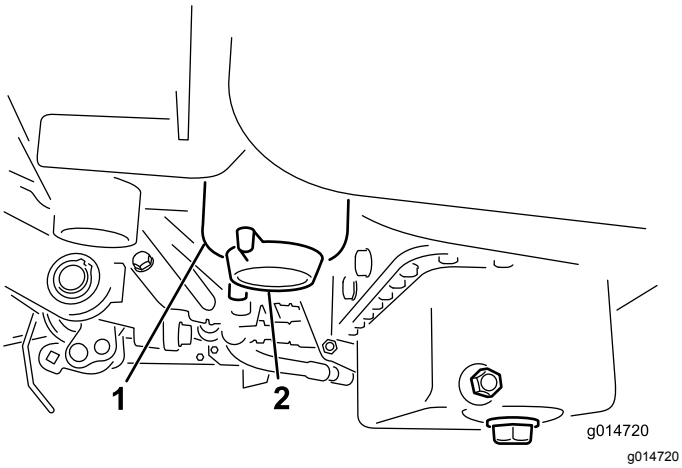

Rysunek 32
2. Oczyść obszar wokół miejsca zamontowania filtra (Rysunek 32).
4. Odkręć korek spustowy filtra (Rysunek 32).